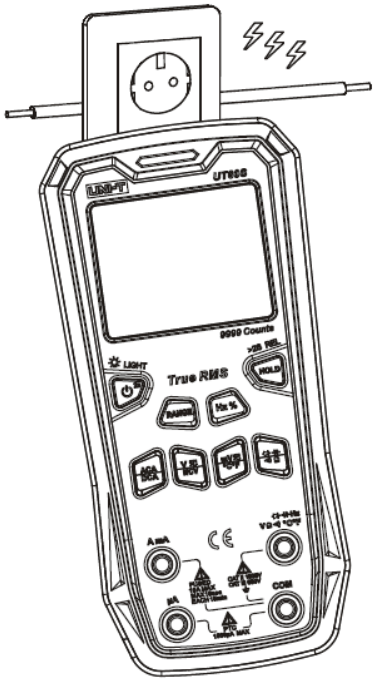

Figura 7
9. Deteção de Tensão Sem Contacto (NCV) (Figura 7)